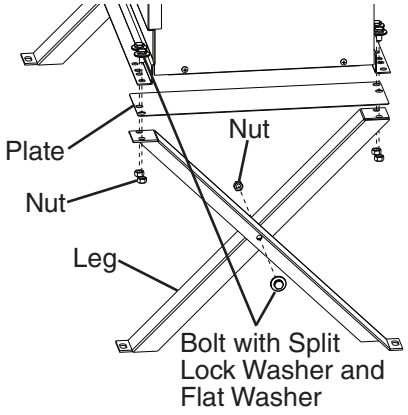

**Fig. 13**
1) Assemble 2 sets of legs using the legs, bolts, and nuts provided. See Fig. 13.